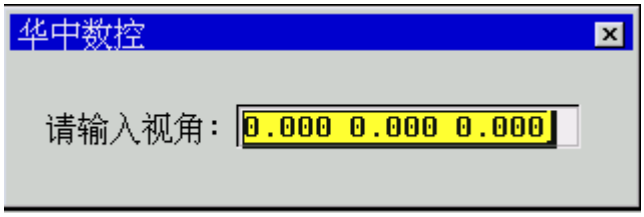

图 8.2.15　输入 X、Y、Z 轴视角
(7) 输入 X、Y、Z 轴放大系数；
(8) 按 Enter 键，弹出如图 8.2.15 所示对话框；
(9) 输入 X、Y、Z 轴视角；
(10)　按 Enter 键，完成图形显示参数的输入。